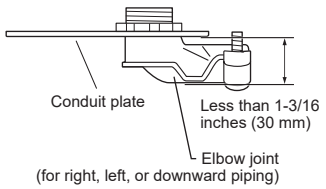

Fig. 2
5) Attach conduit pipe (for rear piping) / elbow joint (for right, left, or downward piping) to conduit plate with lock nut. The thread of the installed conduit pipe / elbow joint appearing inside should be less than 3/8 inch (10 mm). (Fig. 1) Elbow joint should appear less than 1-3/16 inches (30 mm) outside. (Fig. 2)
3) Pull out the drain hose at the back left of the indoor unit. (Fig. 2)